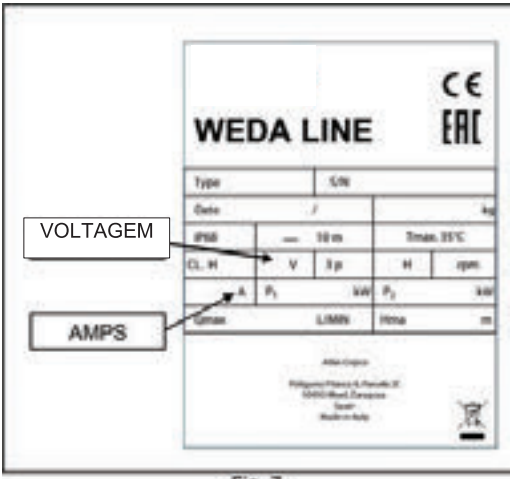

Fig. 7
verifique se a bomba não ultrapassa o limite máximo de absorção indicado na placa de identificação (Fig. 7); no entanto, se isso acontecer, crie uma perda de carga adicional, agindo conforme indicado no item 4 anterior.